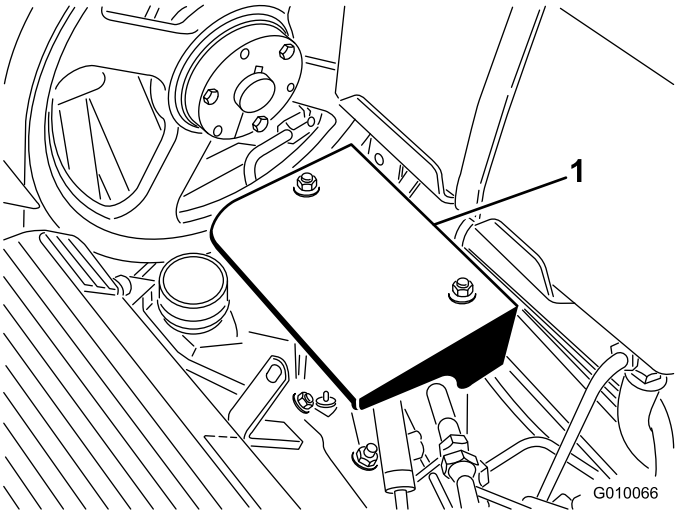

**Figur 56**
2. Fjern de 2 pumpeskærmmonteringsmøtrikker, og fjern skærmen (Figur 56).